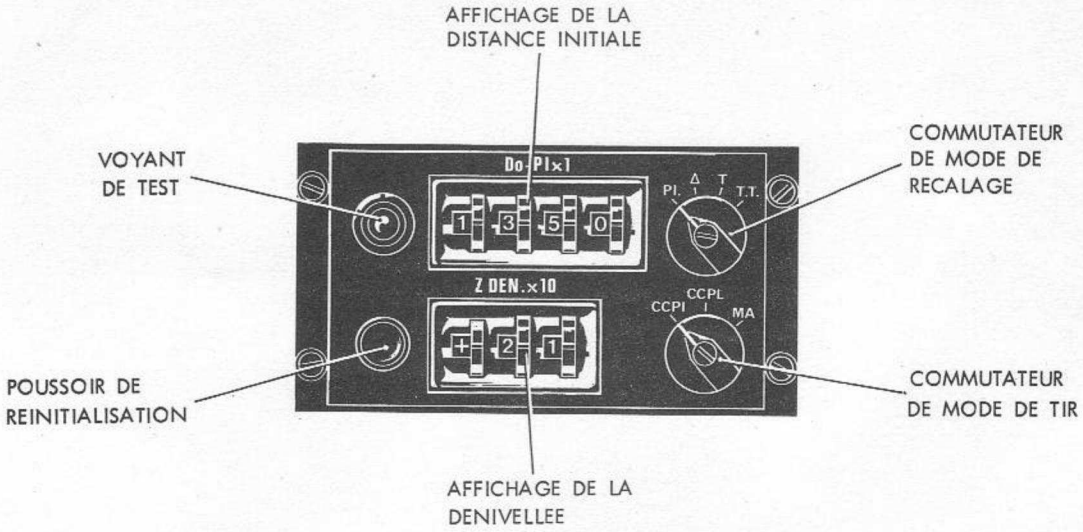

FIGURE 13 - POSTE DE COMMANDE CALCULATEUR DE PORTEE
11.2.2.2.3 - Poste de commande du calculateur de portée (Fig. 13)